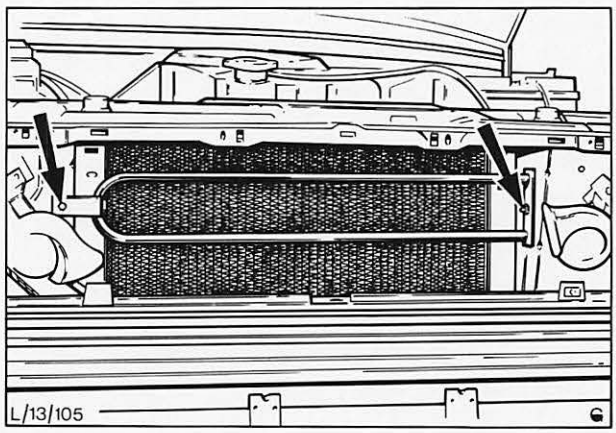

Abb. 75 Ölkühler – Lenkhilfe
5. Ölkühler einsetzen und mit 2 Schrauben und Unterlegscheiben am Fahrzeug befestigen, Abb. 75.